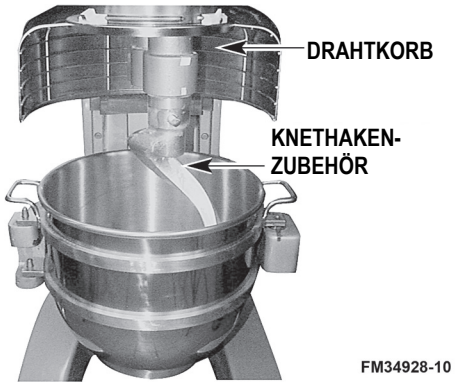

Abb. 7
5. Platzieren Sie das Rührwerkzeug so, dass es sich innerhalb des Kessels befindet, und bringen Sie es dann an der Rührwelle an (Abb. 7).